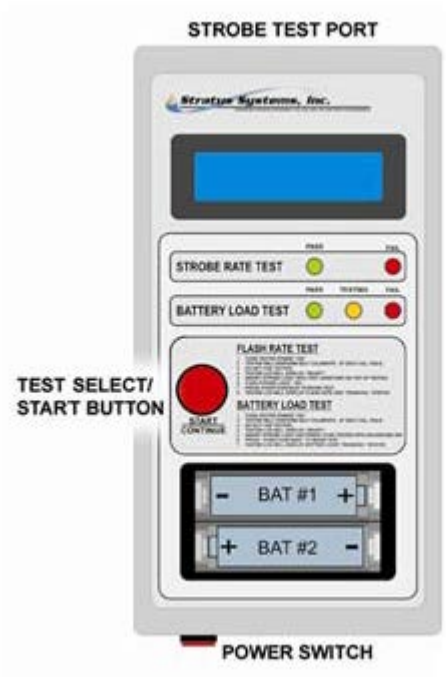

Figure 1. Strobe/Battery Tester
1. The Stratus Systems SLT-2000 Tester is a compact, portable, emergency strobe tester. The tester delivers an instantaneous PASS/FAIL reading on an LCD display based on performance value comparisons to preprogrammed acceptance parameters, indicating the strobe flash rate and strobe battery performance. (Refer to Figure 1.)